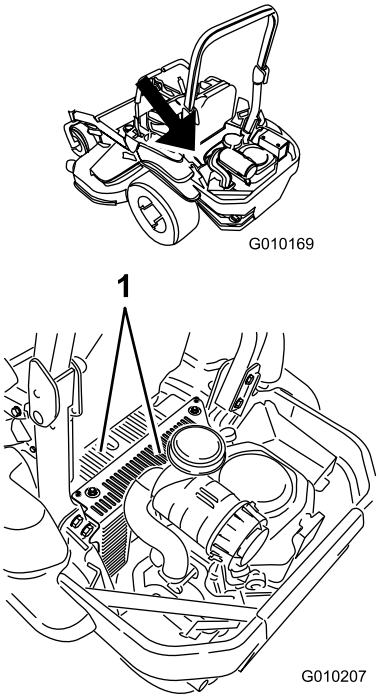

Figur 72
5. Fjern rusk og gress fra hydraulikkenhetsdekslene (Figur 72).